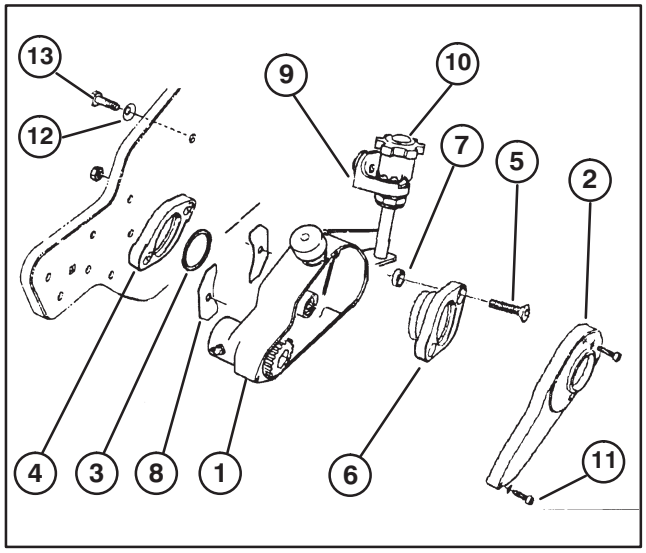

Figure 3
A. Remove (3) socket head capscrews and lock washers securing cover to groomer housing assembly (Fig. 3).
B. Insert a adapter ring into reel bearing housing (Fig. 3 & 4).
C. Insert (2) 3/8–16 x 2" lg. flat head screws through bearing adapter and position spacers on ends of screws (Fig. 3 & 4).
10. Mount groomer adjustment knob assembly to left side plate with a 3/8–16 x 5/8" lg. capscrew and Belleville washer. Reinstall left bedbar adjuster frame to side plate with capscrews and washers previously removed (Fig. 3).